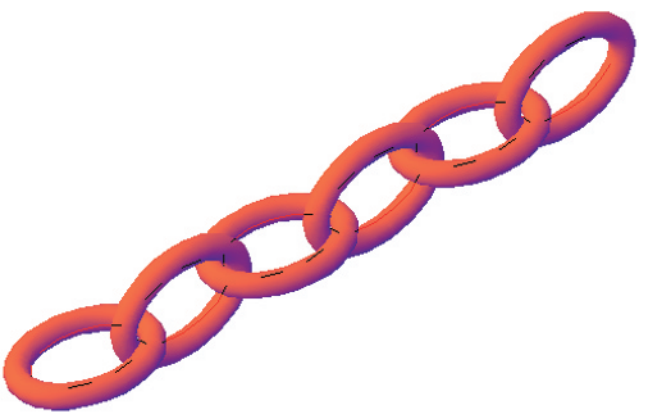

Fig. 14.15 Exercise 3
3. Each link of the chain shown in Fig. 14.15 has been constructed using the **Extrude** tool, extruding a small circle along an elliptical path. Copies of the link were then made, half of which were rotated in a **Right** view and then moved into their positions relative to the other links. Working to suitable sizes, construct a link and from the link construct the chain as shown.